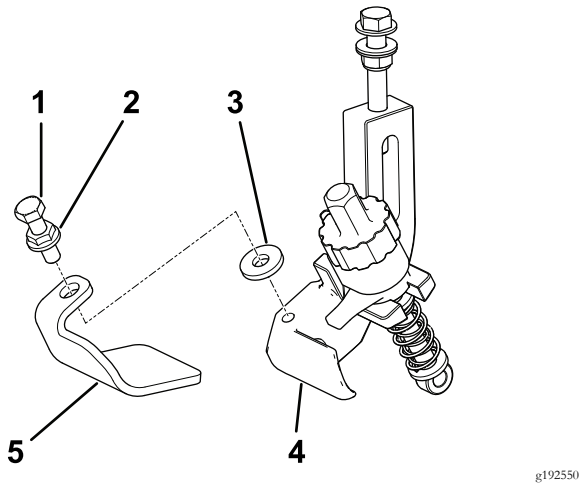

**図 1**
2. カッティングユニットの左側で、左側刈高ブラケットアセンブリに、左スキッドを取り付けるキャップスクリュ、フランジナット、ワッシャを使用する図 1。